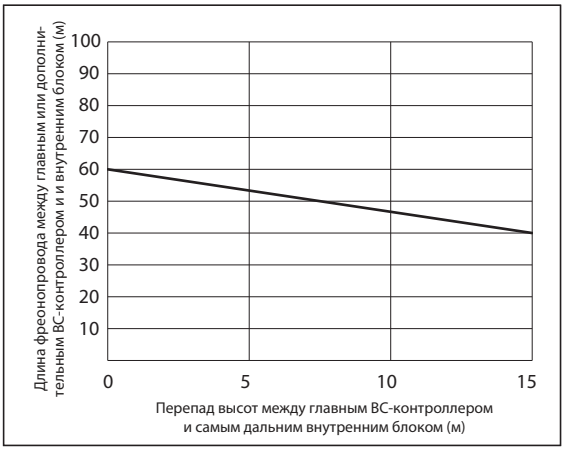

Рис. 2
При использовании внутренних блоков P140 и больше, ограничения, показанные на рис. 2, не могут быть превышены.
*9. Подключите к системе дополнительный ВС-контроллер, если длина фреонопровода или перепад высот превышают ограничения, указанные на рис. 2.